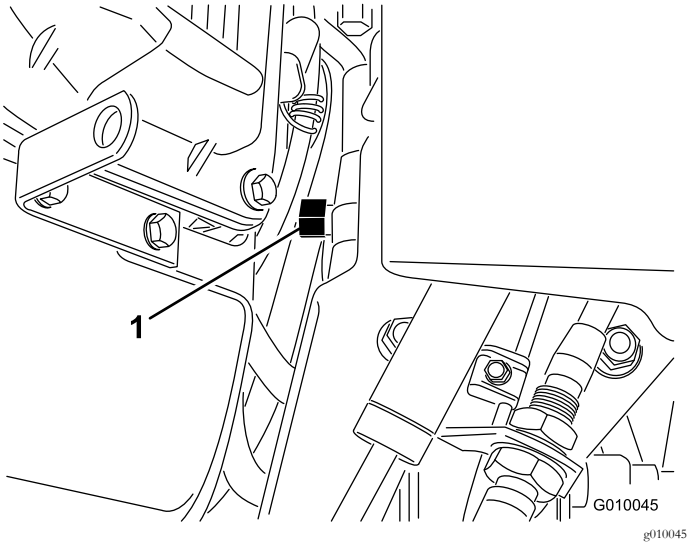

Rysunek 30
2. Zlokalizuj zawór obejściowy pomiędzy silnikiem i pompą hydrostatyczną (Rysunek 30).
3. Za pomocą klucza 5/8 cala obróć zawór obejściowy w lewo o 1 obrót. Umożliwi to przepływ oleju hydraulicznego z pominięciem pompy i możliwe będzie swobodne obracanie kół (Rysunek 30).
5. Aby użyć aeratora ponownie, obróć zawór obejściowy w prawo o jeden obrót (Rysunek 30).